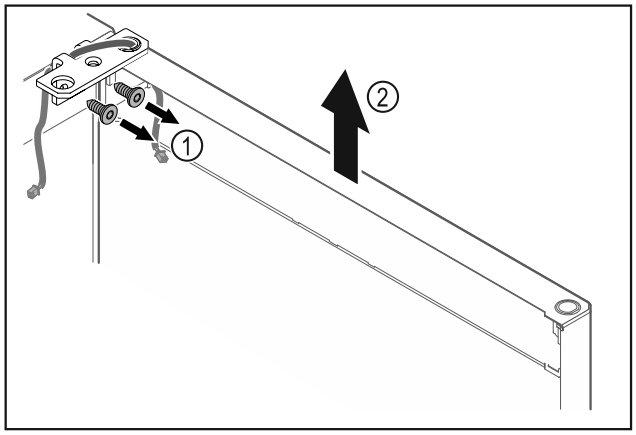

Fig. 13
▶ Dévisser l'équerre de la charnière *Fig. 13 (1)*.
▶ Soulever la porte (équerre de charnière incluse) *Fig. 13 (2)* d'environ 200 mm et la retirer.